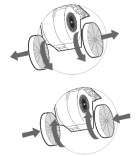

рис. 7 А
6.4 Установка фальштруб (рис.7).